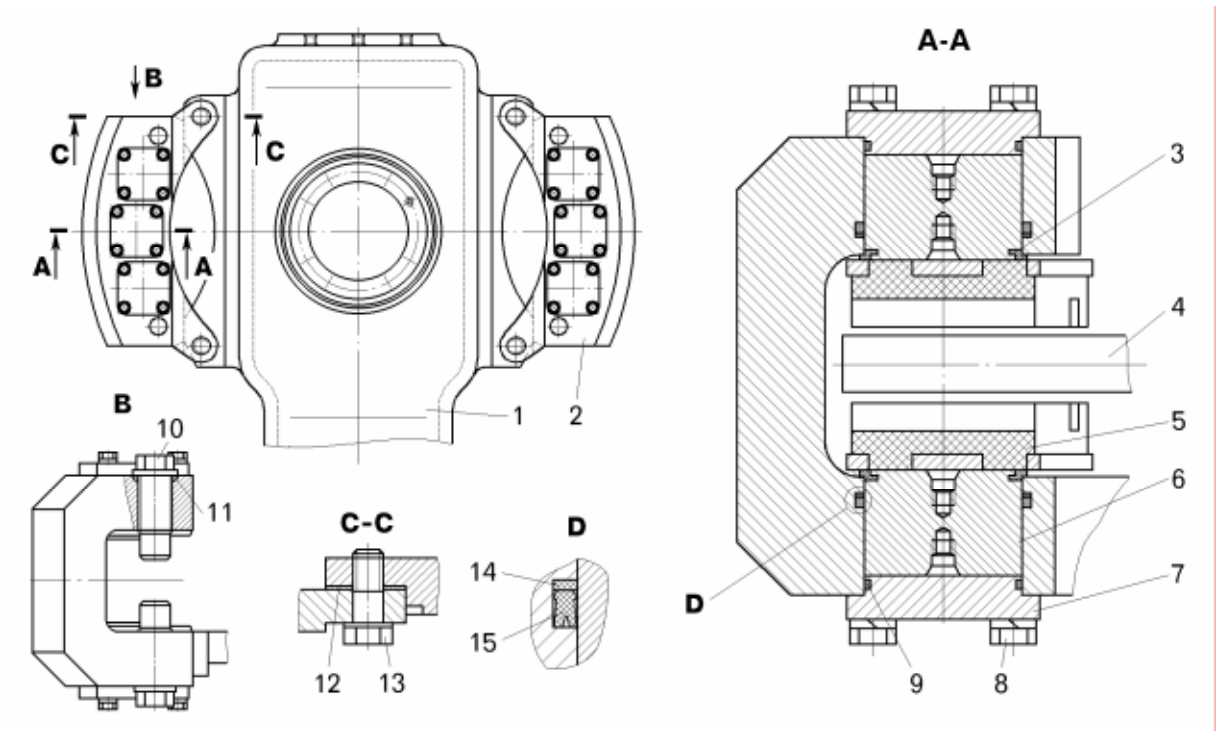

Рисунок 10.1 – Тормозной механизм переднего колеса:
Корпус тормоза 2 (рисунок 10.1) крепится к поворотному кулаку 1 передней оси двумя болтами 13. Тормозной диск 4 крепится болтами к ступице переднего колеса. В корпусе тормоза выполнено шесть цилиндров (по три с каждой стороны), в которые вставлены поршни 6, на опорах 10 корпуса тормоза установлены две тормозные накладки 5. Поршень по наружному диаметру уплотняется резиновой манжетой 15 с защитным кольцом 14, а муфта 3 защищает от попадания грязи на рабочую поверхность поршня. Снаружи цилиндры закрыты крышками 7. Цилиндры между собой соединены каналами для подвода рабочей жидкости под поршень.
– отвернуть болты 8 (смотри рисунок 10.1) крепления крышки 7 и снять крышку;
– с помощью грузоподъемных средств установить корпуса тормоза 2 (смотри рисунок 10.1) на поворотный кулак, закрепив их на нижнем болту, не зажимая болт до упора на два–три оборота, подложив под головку болта шайбу;
– отсоединить трубопроводы тормозной системы от корпусов тормоза 2 (смотри рисунок 10.1);